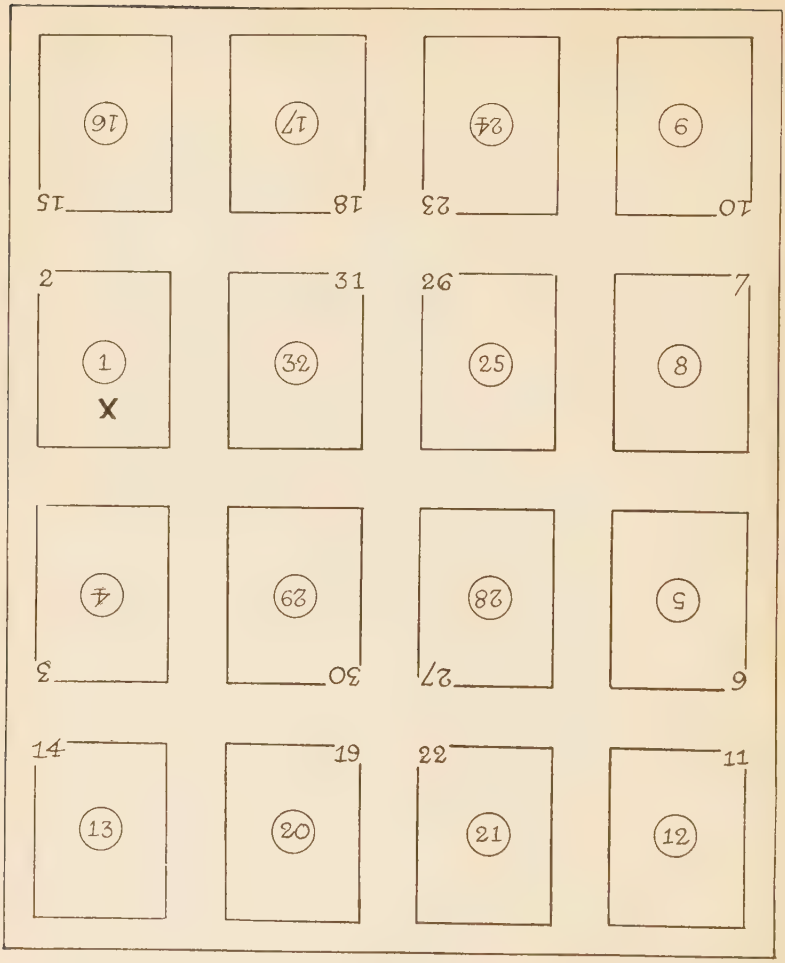

Fig. 256—Single-32 Page Sheet, X Marks Low Folio. This Sheet is Hand Folded Complete into One 32-Page Section.
12. It is quite possible that a single or double thirty-two page sheet may be encountered. A single-32 page sheet (i. e., one having 32 pages to be folded into *one* thirty-two page section) will have folios like Fig. 256.